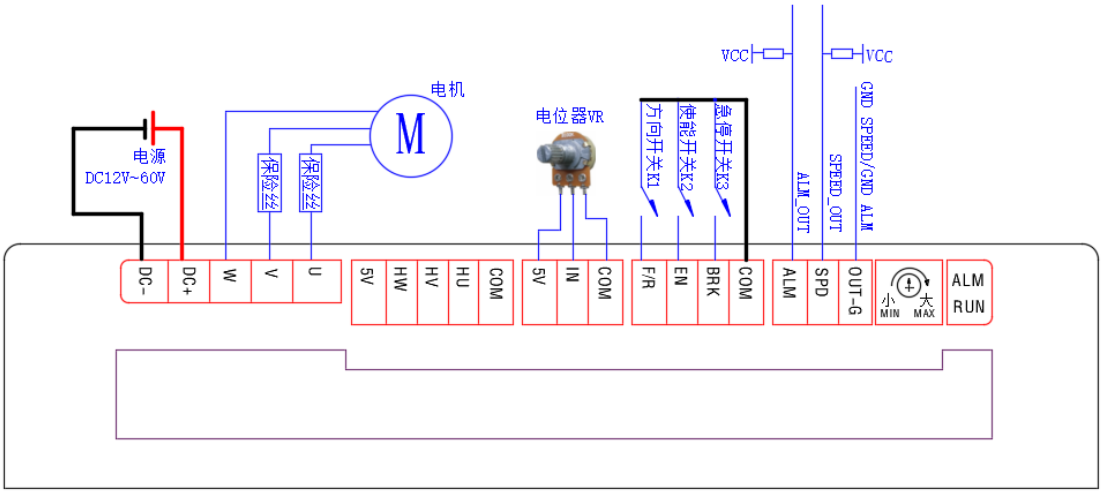
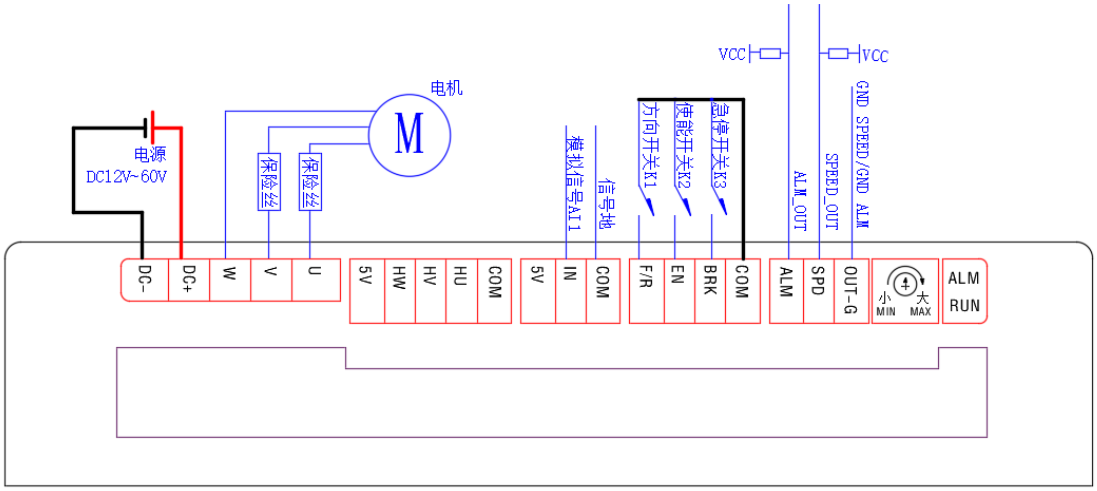

图 6.31 无感外部电位器闭环控制接线图
图 6.32 无感外部模拟量闭环控制接线图
断开驱动器电源，接线如图 6.31 或图 6.32 所示。
- 外部电位器：电位器 VR 两不动端接 5V 和 COM，动端接 IN，用于调速。当电位器动端由 COM 滑向 5V 过程中，电机转速由零到最高转速。接线如图 6.31。
- 外部模拟量输入：IN 接模拟信号 AI1，用于电机调速。COM 接信号地。当 AI1 由 0 到最大值过程中，电机转速由零到最高转速。接线如图 6.32。